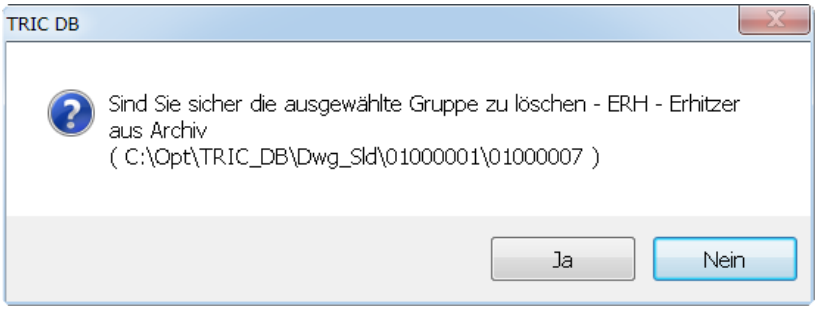

Bild 27.55 – Sicherheitsabfrage für das Löschen einer Gruppe
- Es erscheint eine Sicherheitsabfrage mit dem Namen der Gruppe (Abb. 27.55).